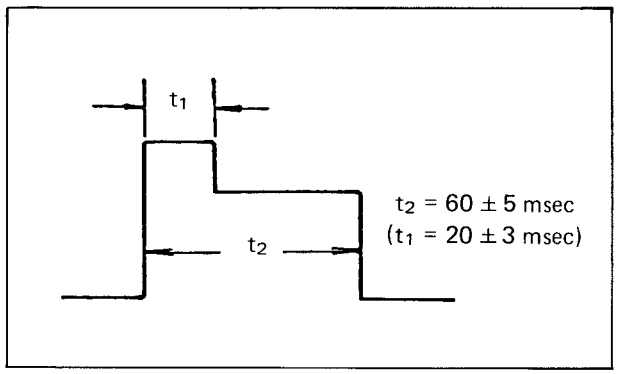

Fig. 5-11 Slow pulse
2. Connect the oscilloscope to TP-16 (CAP. MOTOR IN) and adjust R114 (SLOW PULSE) so that (t2) become 60 μsec shown in Fig. 5-11.